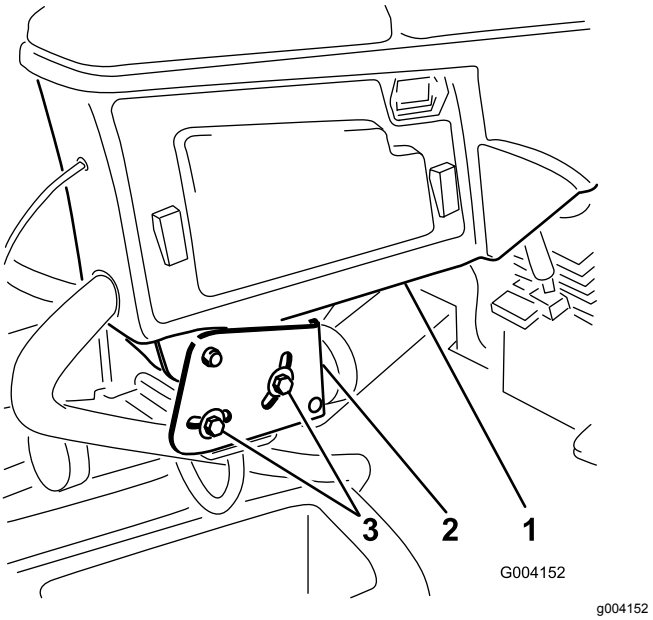

**Figur 2**
1. Lossa de två bultar som håller fast reglagearmen på fästkonsolen (Figur 2).